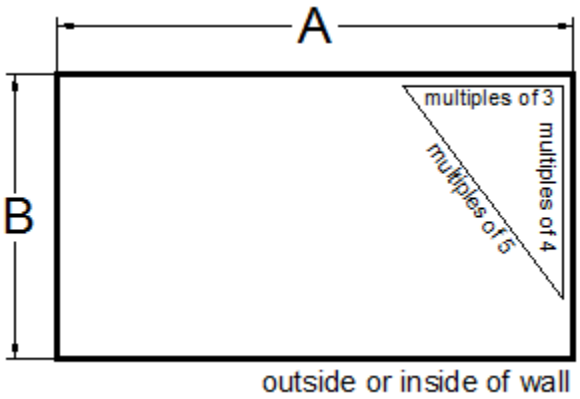

Figure 6: Sketch to illustrate the 3, 4, 5 method of ensuring your wall is square.
3) The 3-4-5 method is a quick way to check for square within the multiples shown in Figure 6 below. It is not recommended for a full building layout since it is not as accurate.